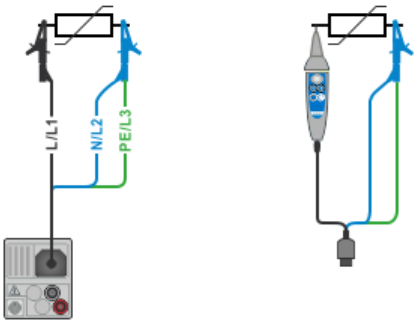
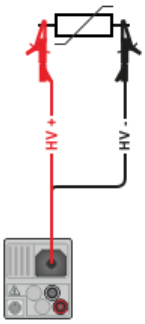

Figure 4.16: Connection of 3-wire test lead ($U_N \leq$ 1 kV)
Figure 4.17: Connection of 2.5 kV test lead (Range: 2500 V)
- Connect test leads to object under test (see ***Figure 4.16*** and ***Figure 4.17***).